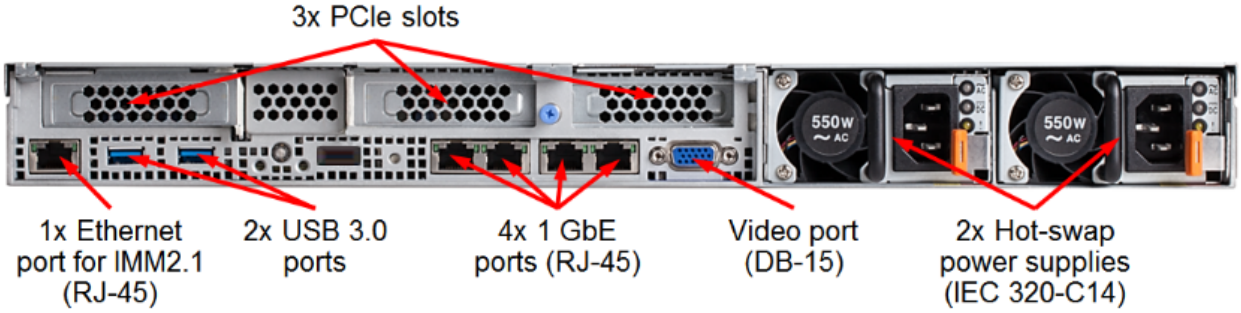

**Figure 6: x3550 M5 rear view**
**Figure 6** shows the rear view of x3550 M5 with three PCIe low profile slots.